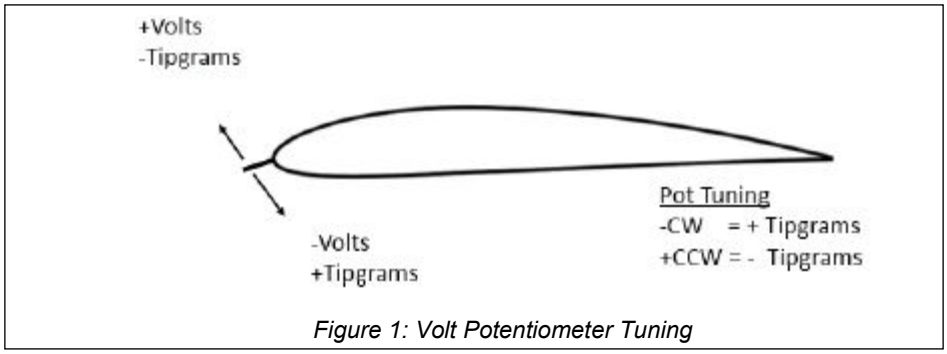

Figure 1: Volt Potentiometer Tuning
1. Adjust the appropriate potentiometer based on flight data recorded using the Lift Computer Voltage Test Harness (an approximate amount is -0.15 volts per +1 knot). A clockwise turn will apply negative volts, and a counterclockwise turn will apply positive volts, see Figure 1.